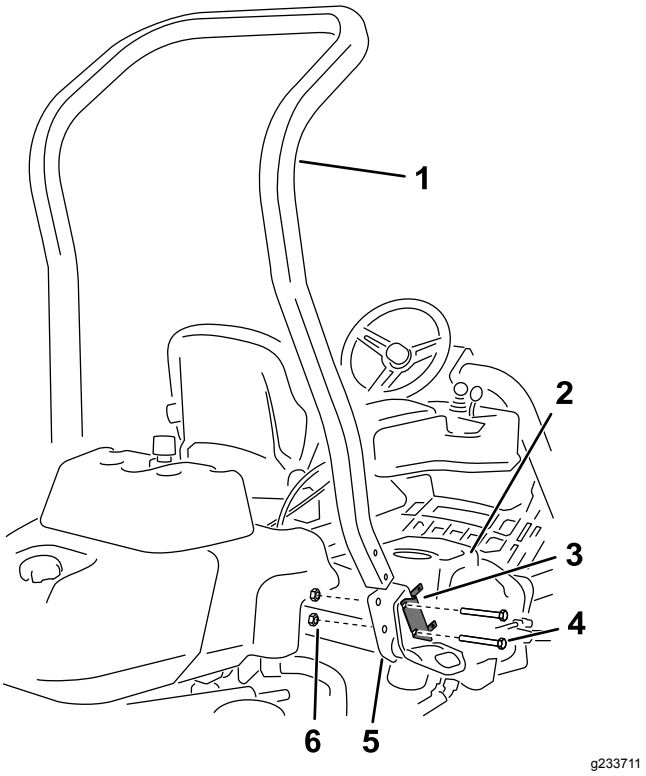

**Rysunek 3**
4. Wykręć 2 śruby mocujące wspornik bloku bezpieczników do wspornika układu ROPS w sposób pokazany na Rysunek 3.